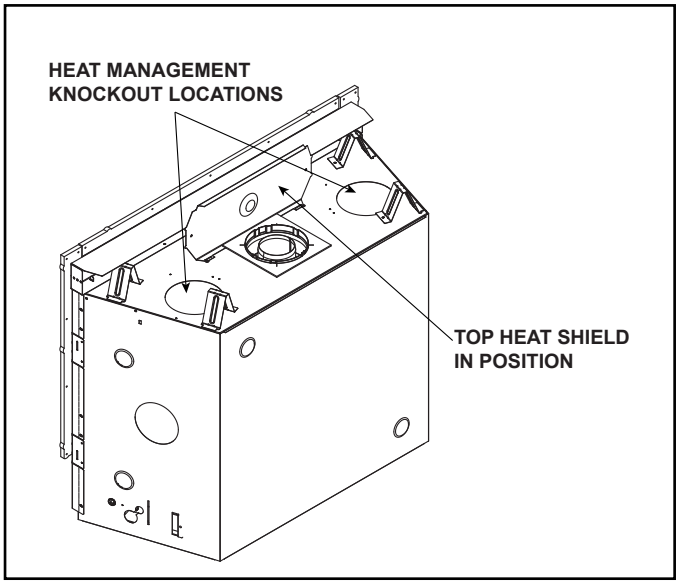

Figure 6.2 JADE42IN-B / JADE42IL-B - Top Heat Shield in Position
2. Fold up top heat shield to 90 degrees as shown in Figure 6.2.
- Locate the two heat management ports on the top of the appliance. Either one or two Heat-Zone® -Gas Kits may be installed. See Figure 6.2. Remove the knockouts from the appliance with a tin snips.